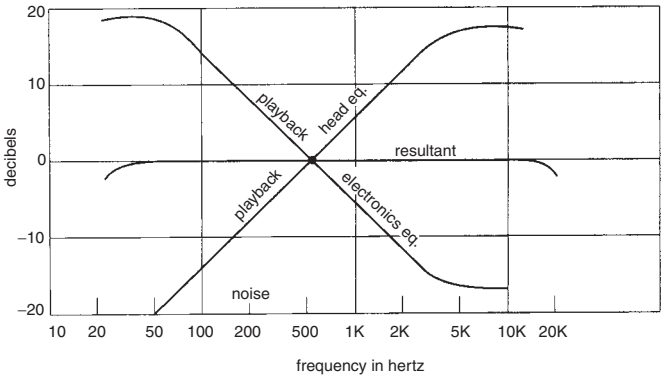

Figure 5.14. *A flat frequency playback curve due to complementary equalization in the playback circuit.*
Equalization (EQ) is the term used to denote an intentional change in relative amplitudes at different frequencies. Because the analog recording process isn't linear, equalization is needed to achieve a flat frequency–response curve when using magnetic tape. The 6-dB per-octave boost that's inherent in the playback head's response curve requires that a complementary equalization cut of 6 dB per octave be applied within the playback circuit (see Figure 5.14).